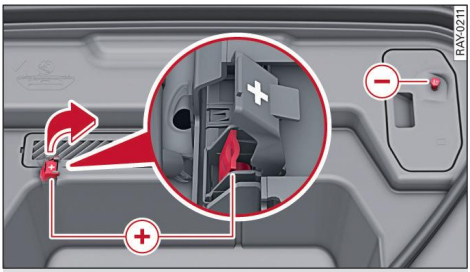

Fig. 152 Front compartment: Terminals for jump leads or battery charger
- Open the cap on the positive terminal ⇨ *Fig. 152*.